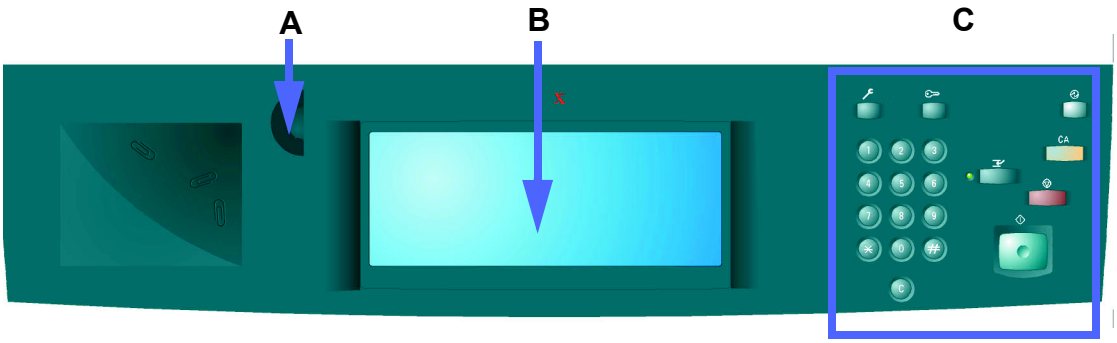

Figuur 2: Het bedieningspaneel
U gebruikt, zoals aangegeven in figuur 2, de draaischijf Contrast (A) op de linkerhelft van het aanraakscherm (B) om het aanraakscherm lichter of donkerder te maken. Door de schijf met of tegen de klok in te draaien maakt u het beeldscherm respectievelijk donkerder of lichter.